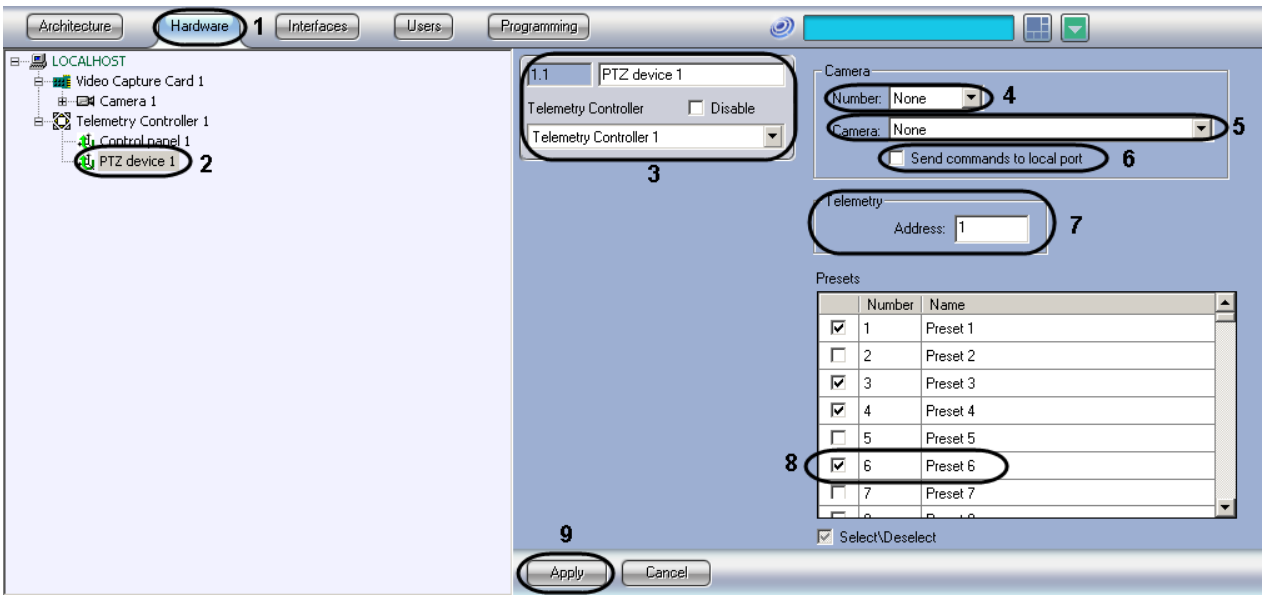

Figure 3.4—5 The setting panel of the PTZ device
1. Go to the **Hardware** tab in the setting panel of INTELLECT™ (Figure 3.4—5, 1).
2. Create the **PTZ device** object under the **Telemetry controller** object or select the relevant object in the object tree on the **Hardware** tab in the **System settings** dialog box (Figure 3.4—5, 2).
3. Enter the ID, the name of the **PTZ device** object and select the **Telemetry controller** object to which the PTZ device is connected (Figure 3.4—5, 3).
4. Select the ID of the camera equipped with a PTZ device (Figure 3.4—5, 4).
5. Select the name of the camera equipped with a PTZ device (Figure 3.4—5, 5).